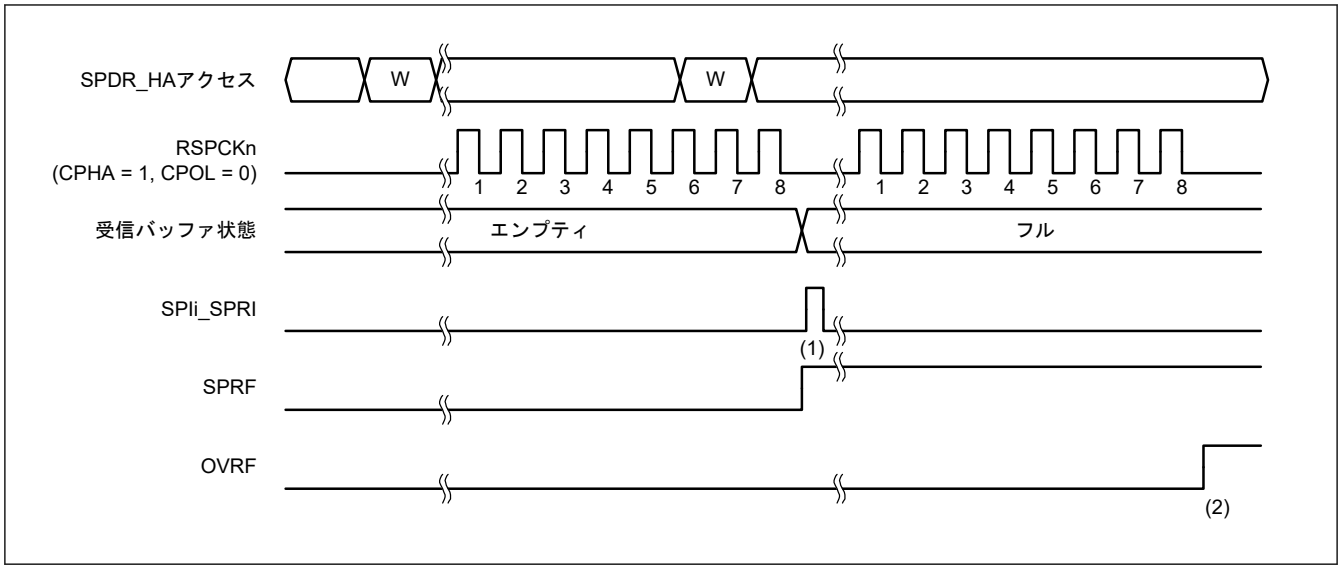
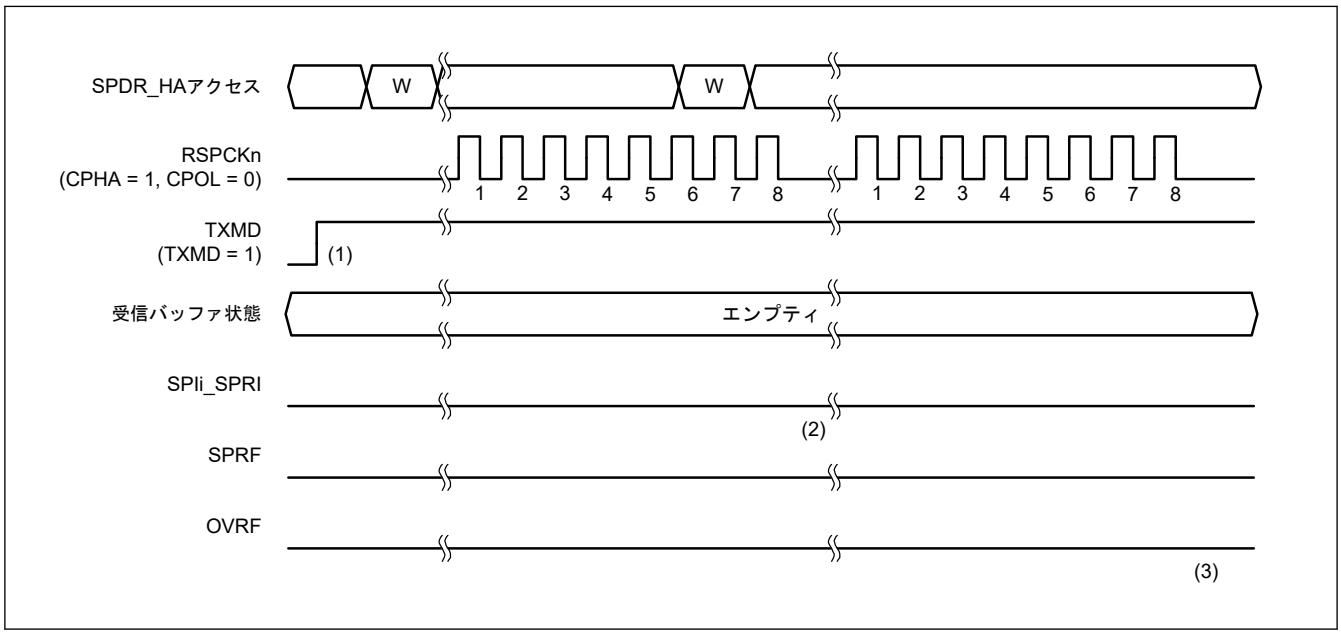
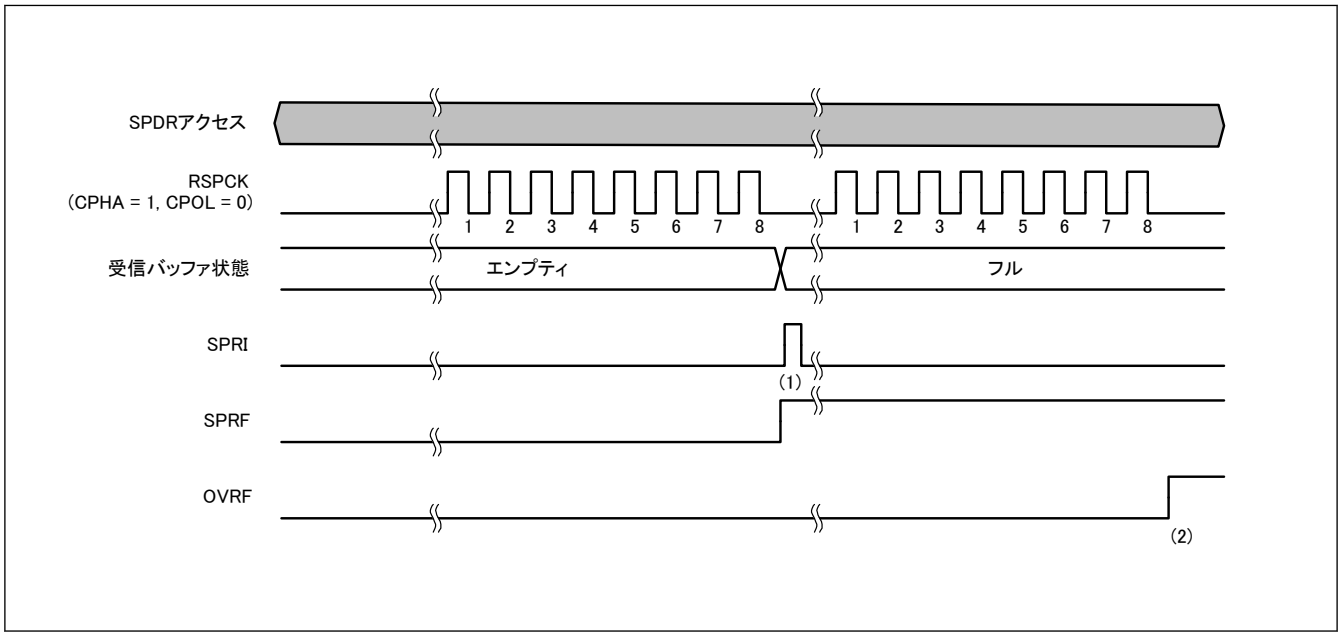

図 30.26 SPCR3.ETXMD = 0 かつ SPCR.TXMD = 0 の動作例
図 30.27 SPCR3.ETXMD = 0 および SPCR.TXMD = 1 の動作例
図 30.28 MSTR = 0 かつ ETXMD = 1 の場合の動作例
通信動作モード選択ビット (SPCR.TXMD) の設定により、全二重同期式シリアル通信または送信のみの動作が選択できます（拡張通信モード選択ビット (SPCR3.ETXMD) が 0 の場合）。SPCR3.ETXMD ビットが 1 の場合、スレーブモード (SPCR.MSTR = 0) で SPI の動作は受信のみです。これは SPCR.TXMD ビットが SPI の動作に影響を及ぼさないためです。図 30.26、 図 30.27、および図 30.28 に記載した SPDR アクセスは、SPDR レジスタへのアクセス状況を示しています。W は書き込みサイクルを示しています。
図 30.26 に、SPI コントロールレジスタ 3 (SPCR3) の拡張通信モード選択ビット (ETXMD) を 0、通信動作モード選択ビット (SPCR.TXMD) を 0 にした場合の動作例を示します。この例では、SPDCR.SPFC[1:0]ビットが 00b、SPCMDm.CPHA ビットが 1、SPCMDm.CPOL ビットが 0 の設定で、SPI が 8 ビットのシリアル転送を実行しています。RSPCKn 波形の下に記載した数字は、RSPCK サイクル数（= 転送ビット数）を示しています。
以下に、図 30.26 の (1)、(2) に示したタイミングでのフラグ動作を説明します。
図 30.27 に、拡張通信モード選択ビット (SPCR3.ETXMD) を 0 にした場合および通信動作モード選択ビット (SPCR.TXMD) を 1 にした場合の動作例を示します。この例では、SPDCR.SPFC[1:0]ビットが 00b、SPCMDm.CPHA ビットが 1、SPCMDm.CPOL ビットが 0 の設定で、SPI が 8 ビットのシリアル転送を実行しています。RSPCKn 波形の下に記載した数字は RSPCK サイクル数（= 転送ビット数）を示しています。
以下に、図 30.27 の (1)～(3) に示したタイミングでのフラグの動作内容を説明します。
SPI コントロールレジスタ (SPCR) の SPI マスタ／スレーブモード選択ビット (MSTR) を 0 に設定し、SPI コントロールレジスタ 3 (SPCR3) の拡張通信モード選択ビット (ETXMD) を 1 に設定した場合の動作例を図 30.28 に示します。SPI データコントロールレジスタ(SPDCR) の SPFC[1:0]ビット = 00b、SPI コマンドレジスタ (SPCMD) の CPHA ビット = 1、SPCMD の CPOL ビット = 0 の設定で、SPI が 8 ビットデータシリアル転送をする例を図 30.28 に示します。RSPCK 波形の下の番号は、RSPCK 周期の番号（転送ビットの番号）を示します。